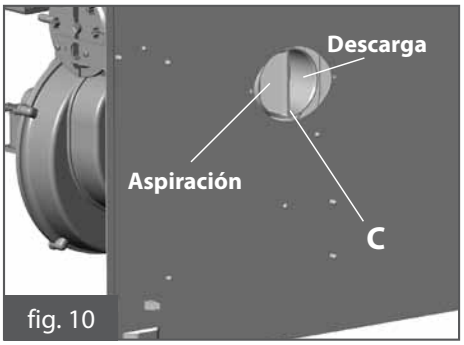

fig. 10
ATENCIÓN: con referencia a la fig. 10, la aspiración está a la izquierda y la descarga a la derecha.
- Montar en las tuberías **A** las juntas de estanqueidad **D** e introducirlas, así preparadas, en los pilotes de anclaje **C** del aparato ayudándose del deslizante (ver fig. 10 y 11).
- Acoplar la reducción **F** en el pilote **C** (fig. 10) fijándola con el tornillo **Y** (suministrado) al fondo del aparato (fig. 15 C);